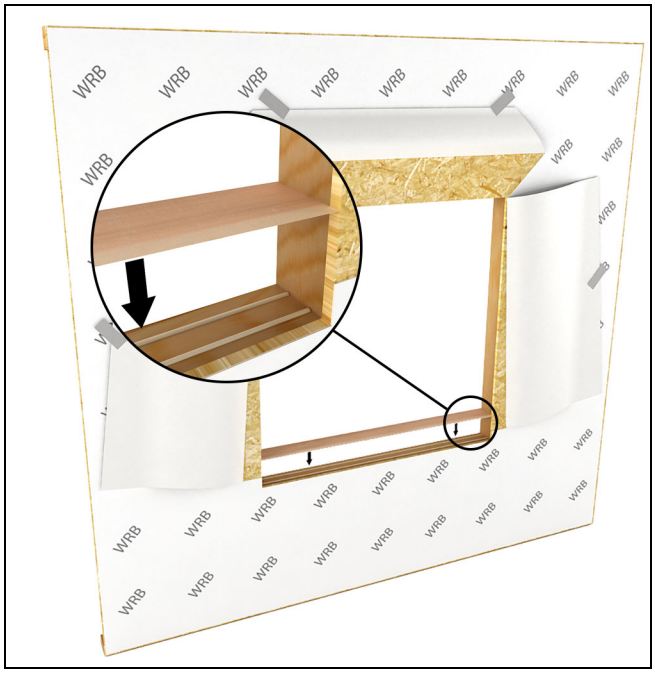

Figure 6
4. Optional: Add a continuous "Sill Wedge" out of cedar siding or similar water resistant material to create a positive drainage slope. Glue it to the RO sill with two beads of adhesive and screw in place. See Figure 6.